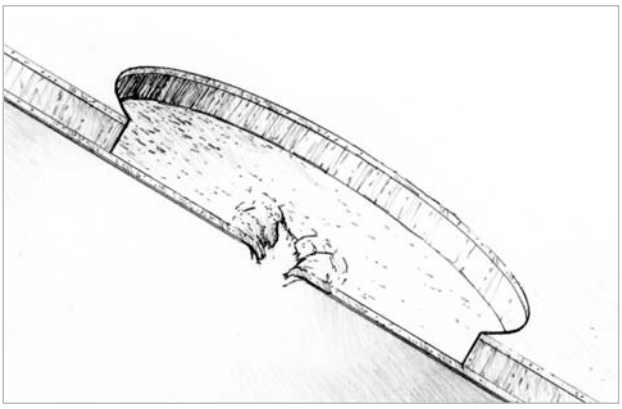

Figure 5-15 *Cut back the outer skin and core several inches from the hole through the inner skin.*
2. Cut back the outer skin and core several inches from the edge of the hole through the inner skin to provide an area wide enough to grind a 12-to-1 bevel around the edge of the inner skin *(Figure 5-15)*. Use a router with a straight fluted bit set to the depth of the outer skin and core only, to avoid cutting the inner skin. Cut the core and outer skin back 12 times the thickness of the inner skin plus about 1" (25mm) to leave enough room to grind the inner skin bevel. For example, if the inner skin is ¼" (6mm)-thick, the bevel will extend 3" (7.5cm) from the edge of the hole.